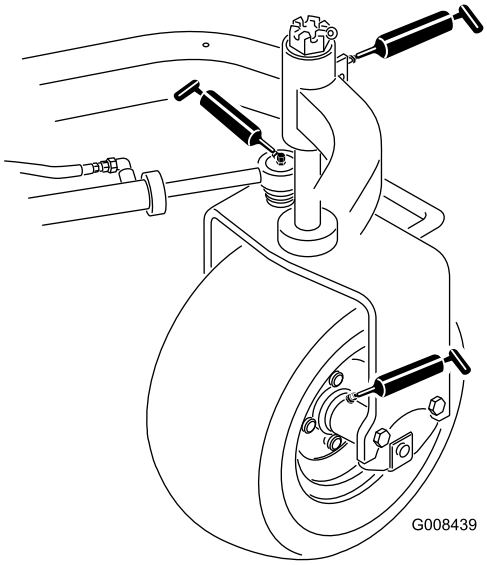

**Figur 33**
- Bakre hjulnav (1) (Figur 33)
- Svänghjulslager (1) (Figur 33)
- Styrcylinder (2) (Figur 33)